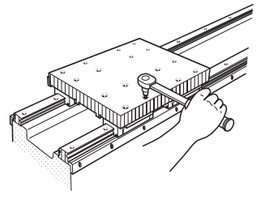

Fig.27 Fixing of slide units to the table
❹Temporary fixing of Linear Way Ⅰ and Ⅱ slide units
❺Final fixing of Linear Way Ⅰ slide units
❻Final fixing of Linear Way Ⅱ slide units
- Move the table by hand to ensure smooth movement, then fix the Linear Way Ⅱ slide units to the table with mounting bolts. (See Fig. 27.)